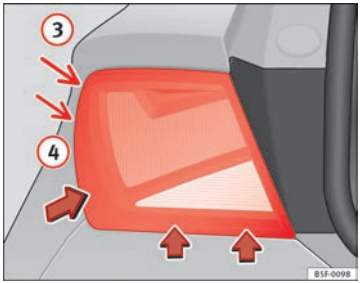

Fig. 152 Remove rear light unit from side panel
– Tilt the light in the direction of the arrows until it comes out (positions (3) and (4) ⇒ Fig. 152).